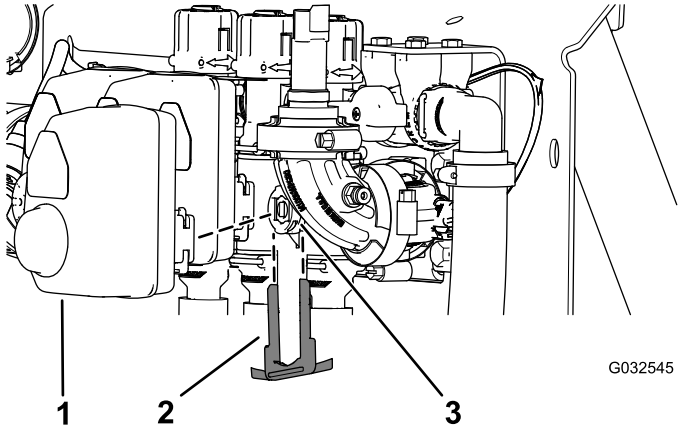

Figur 105
2. Ta bort hållaren som fäster manövreringsorganet till sektionsventilens eller omrörningsventilens grenrörsventil (Figur 105).